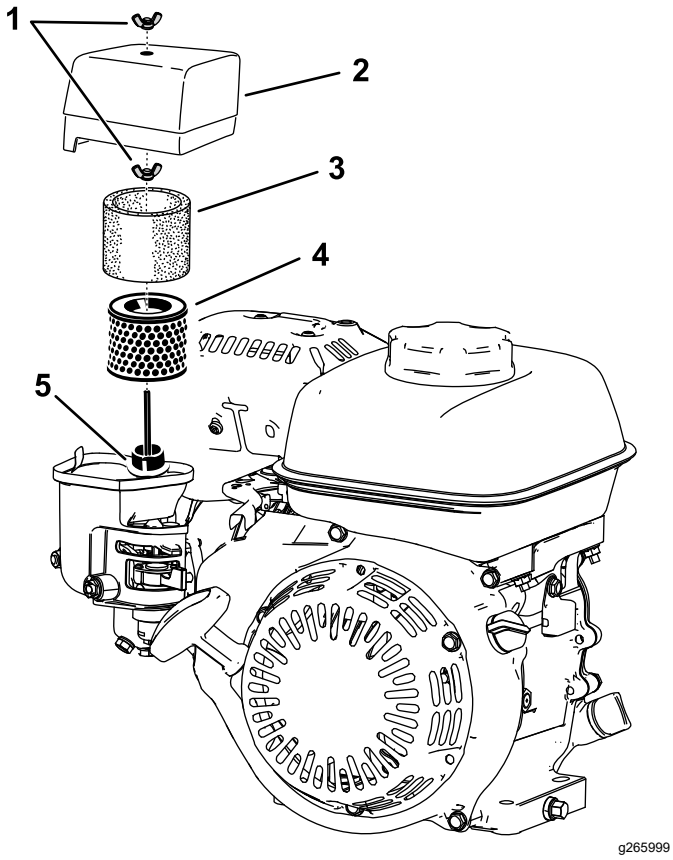

Figura 17
2. Rimuovete il dado ad alette che assicura la protezione del filtro dell’aria (Figura 17).